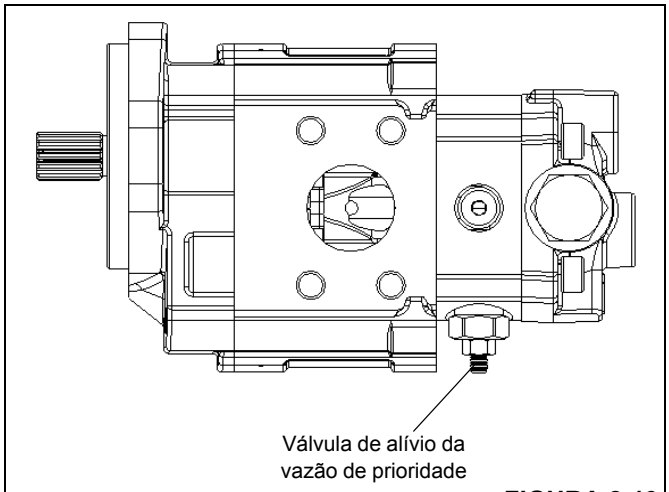

FIGURA 2-19
4. Ajuste a válvula de alívio da vazão de prioridade (Figura 2-19) na bomba para dentro para aumentar ou para fora para reduzir, de forma a obter uma pressão de 150 ± 4 bar (2175 ± 50 psi).